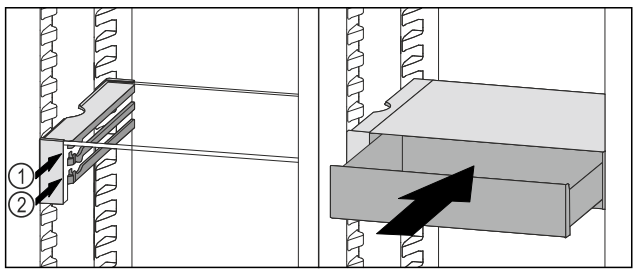

Fig. 91
▶ Așezați sertarul VarioSafe în spatele opritoarelor pe nervura dorită *Fig. 91 (1)* sau *Fig. 91 (2)*.